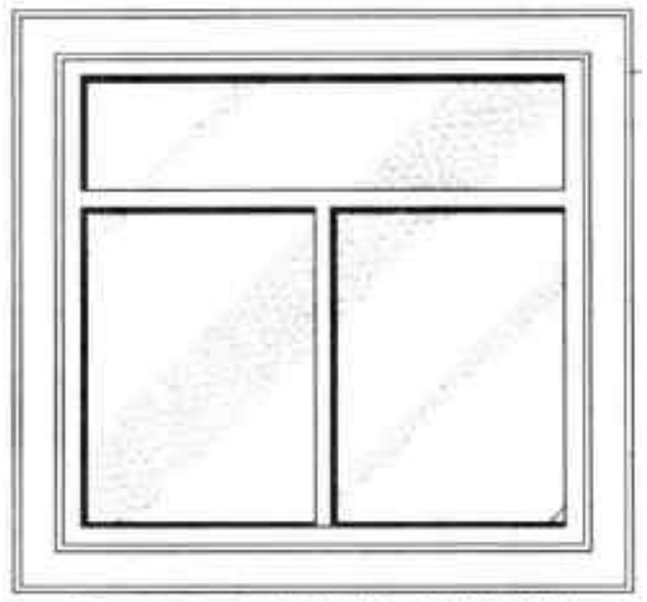

图6-21 完成窗套图形的绘制
Step 04 在绘图区中，单击窗户外侧任意点，即可完成窗套图形的绘制，如图 6-21 所示。